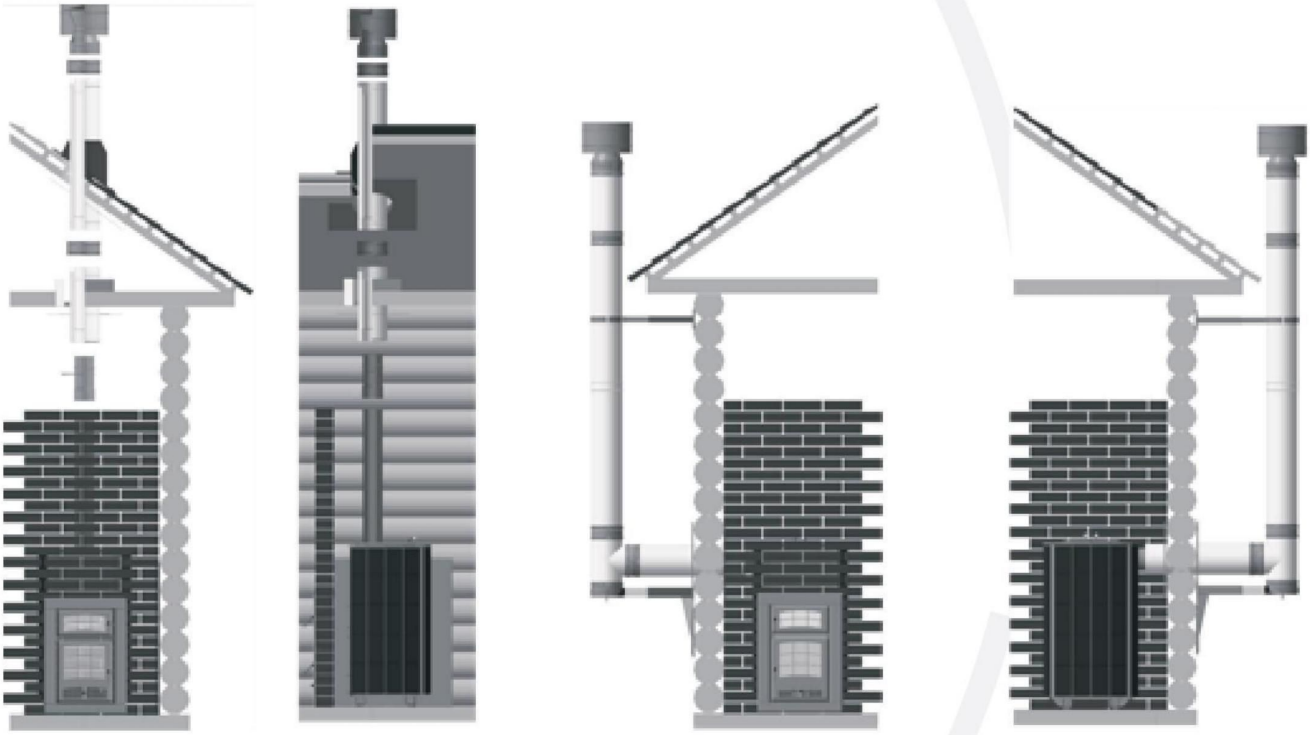

Рис. 9.Схема установки печи
2.2.1 Рекомендуемая схема установки печи приведена на рис. 9.